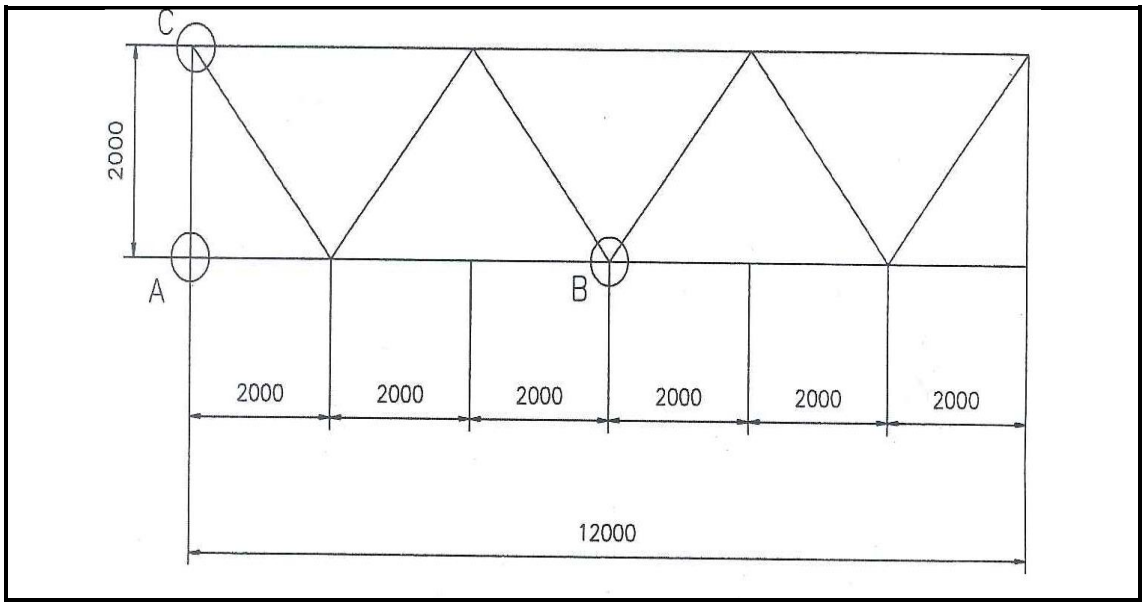

FIGURE 3
3.1 **FIGURE 3** below shows a line diagram of a typical WELDED latticed girder. Draw to a scale of 1:5 typical details of the following: